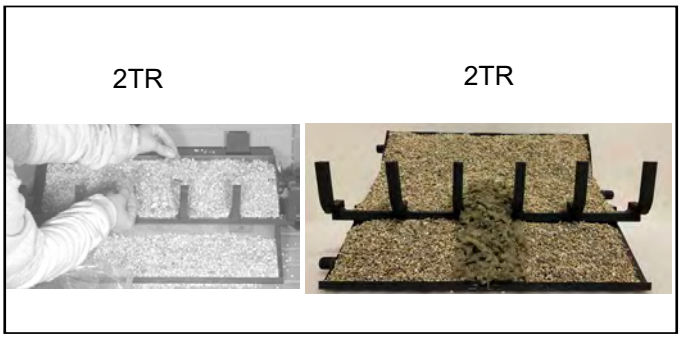

Figure 7.7 Rock Wool Placement
3. Lightly place dime-size pieces of rock wool evenly all over the vermiculite to achieve a glowing ember effect. See Figure 7.7.